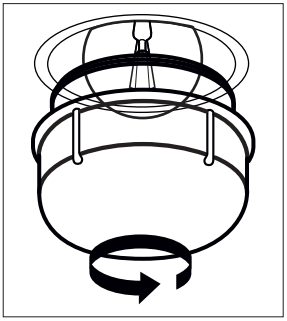

Figura 29
2. Quite la protección del cristal girándola en el sentido contrario a las agujas del reloj (Ver figura 29). Utilizar guantes plásticos le puede ayudar en caso de tener dificultades para girar.